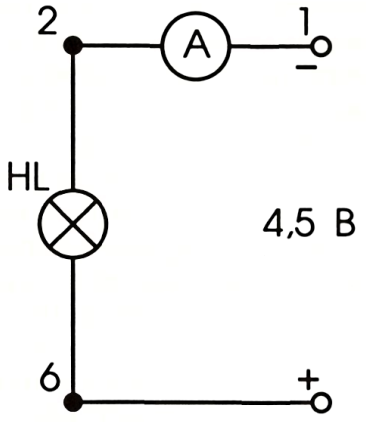

Рис. 2
1. Соберите электрическую цепь по рис. 2. Измерьте силу тока и запомните уровень яркости лампы.